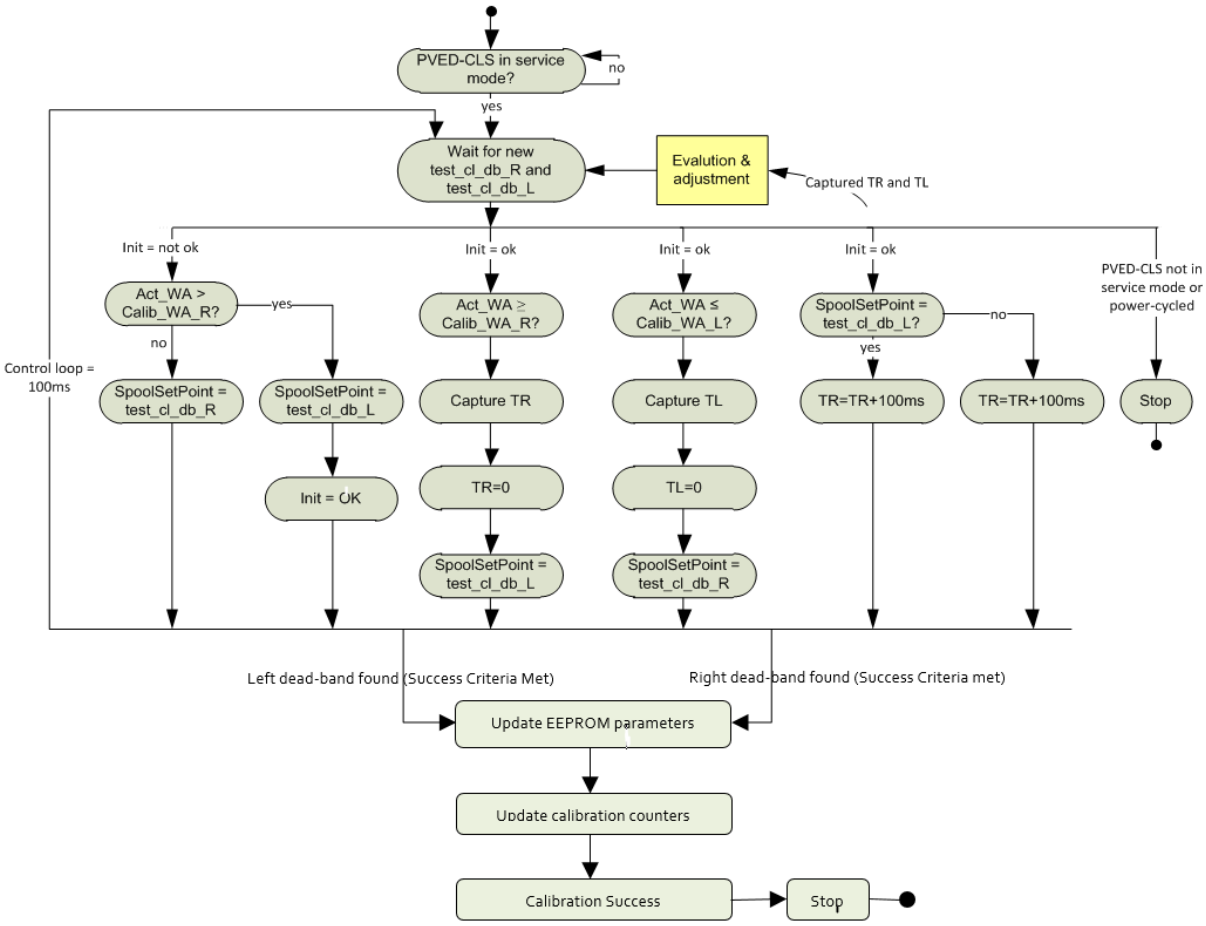

Figure 69
Figure 69 shows a possible implementation of the calibration procedure and the associated functions which shall be performed by the calibration tool.
2. Use the calibration procedure in Figure 69 to determine TR and TL.